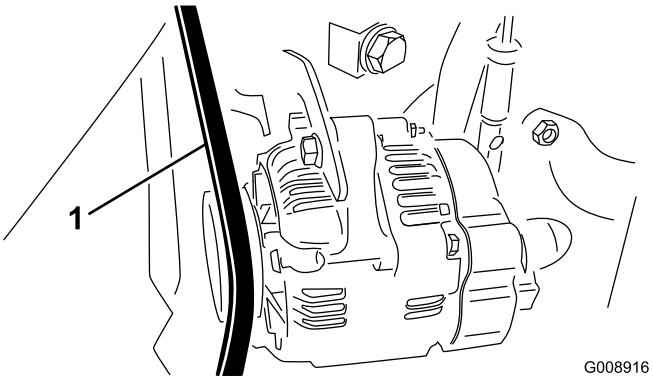

Figura 69
2. Compruebe la tensión flexionando la correa del alternador/ventilador en el punto intermedio entre las poleas del alternador y del cigüeñal con una fuerza de 30 Nm (Figura 69).